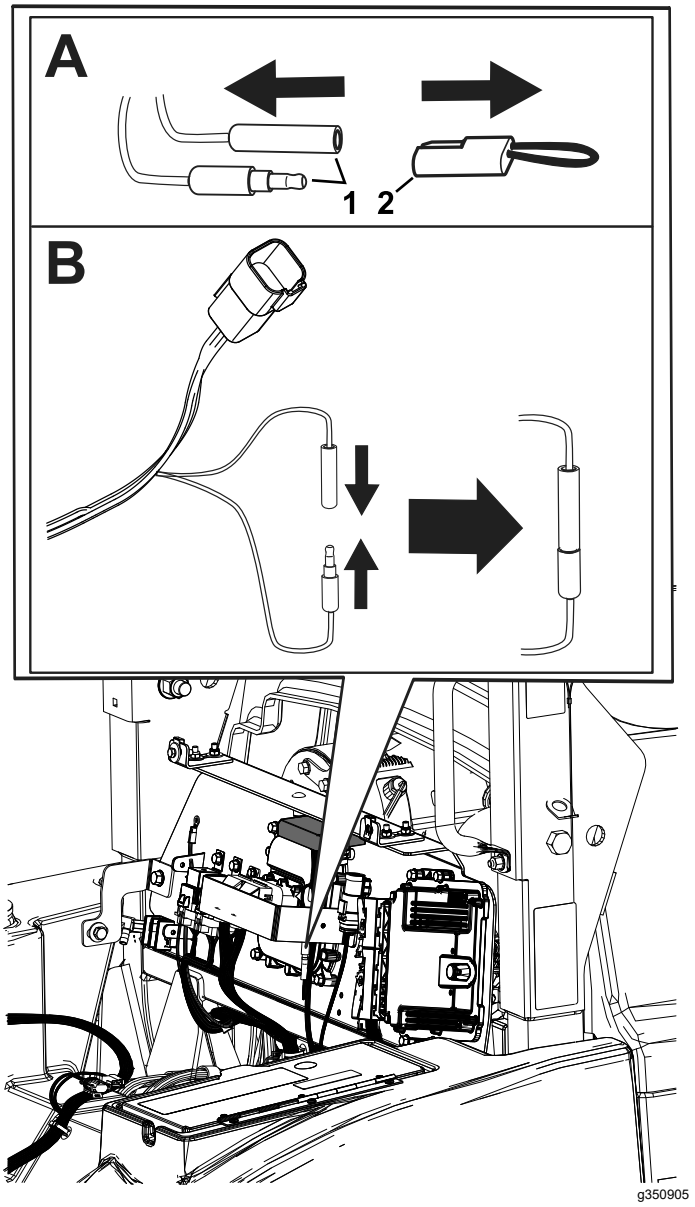

Figure 5
1. Sur une surface plane, enlevez le capuchon des connecteurs d'étalonnage (Figure 5).
2. Branchez les connecteurs d'étalonnage ensemble, comme montré à la Figure 5.